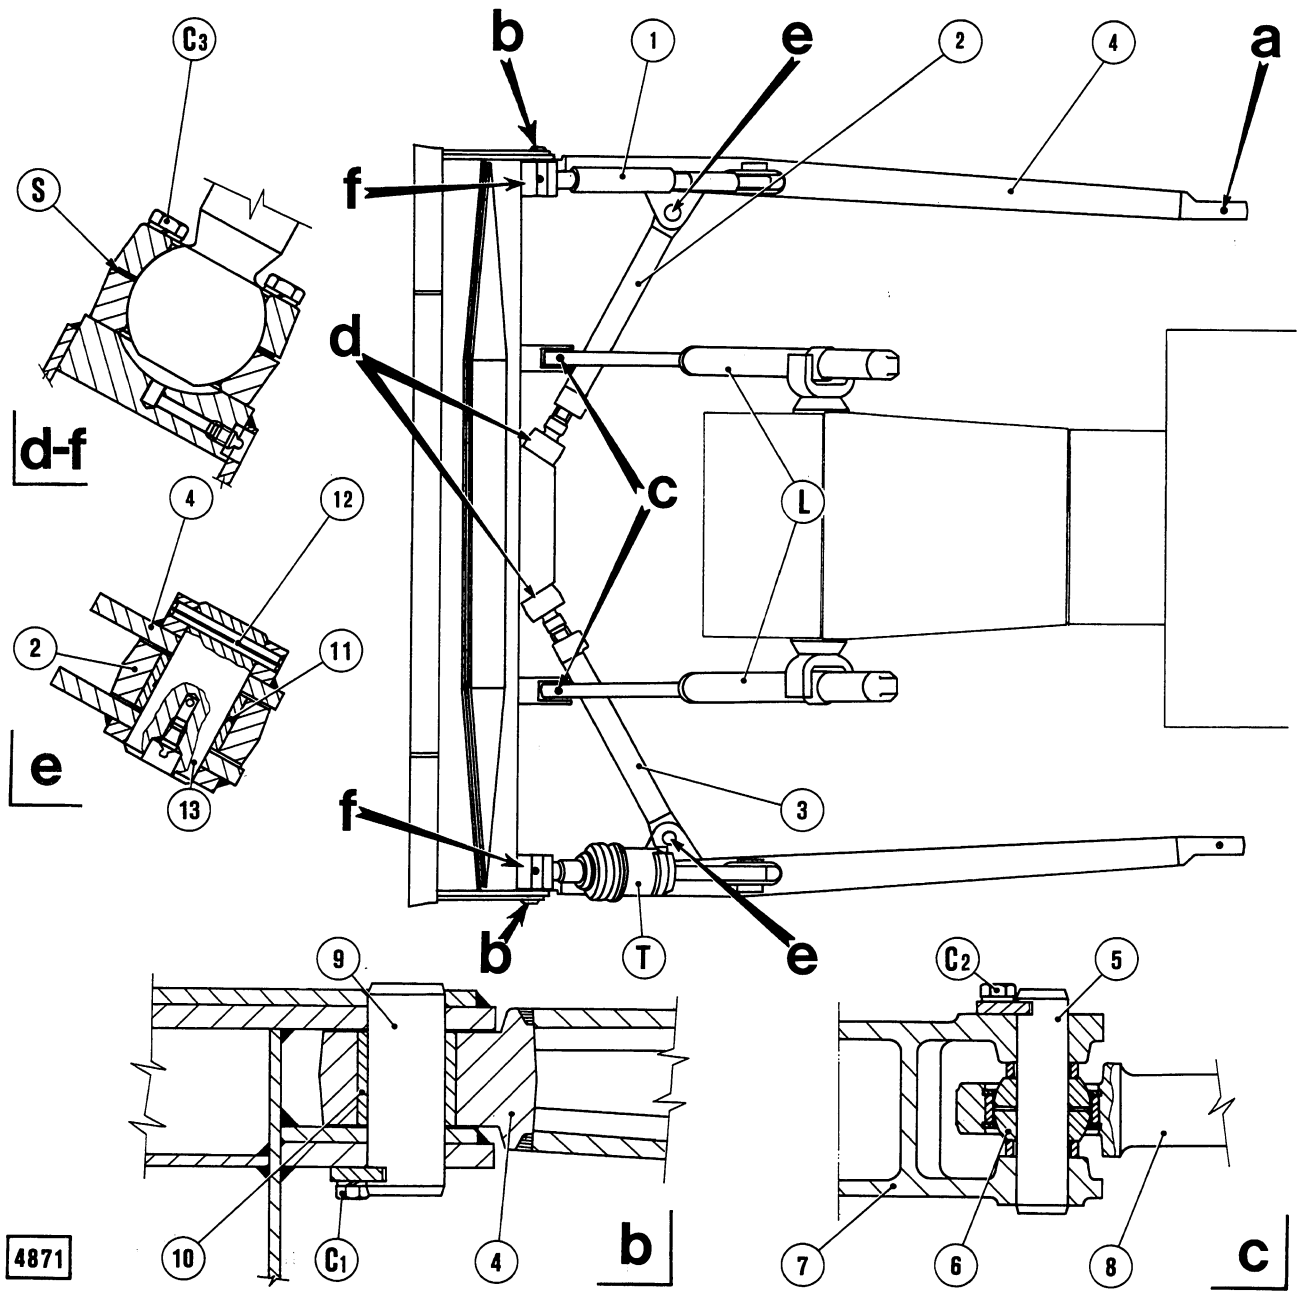

Fig. 15-25 - Bulldozer blade and push beams.
With blade on ground place two wooden blocks under push beams (4, fig. 15-25).
Upon re-installing beams (4, fig. 15-25) and associated braces, remember that:
Ball joints (section d-f in fig. 15-25) for articulation f tilt cylinder (T) adjustable brace (1) at blade and for diagonal braces (2) and (3) must be adjusted using shims (S) so that the ball is free to move.
Double-acting cylinder (T, fig. 15-25) controls blade crosswise tilt. To disassemble the cylinder:
First disconnect at blade articulation by removing screws (C3, fig. 15-25 - see detail f).